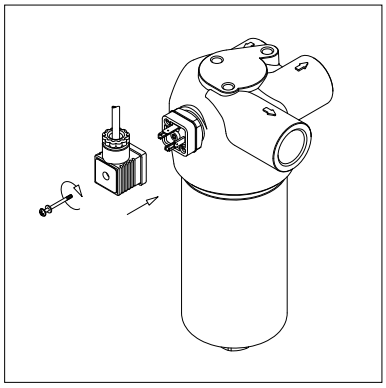

fig. 9
- (Fig. 9) Montare il connettore avvitando la vite centrale (solo per gli indicatori elettrici)